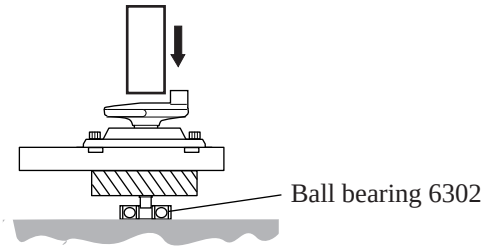

Fig. 31
(5) Mount ball bearing 6302 to crank shaft by pressing crank shaft with arbor press. See Fig. 31.